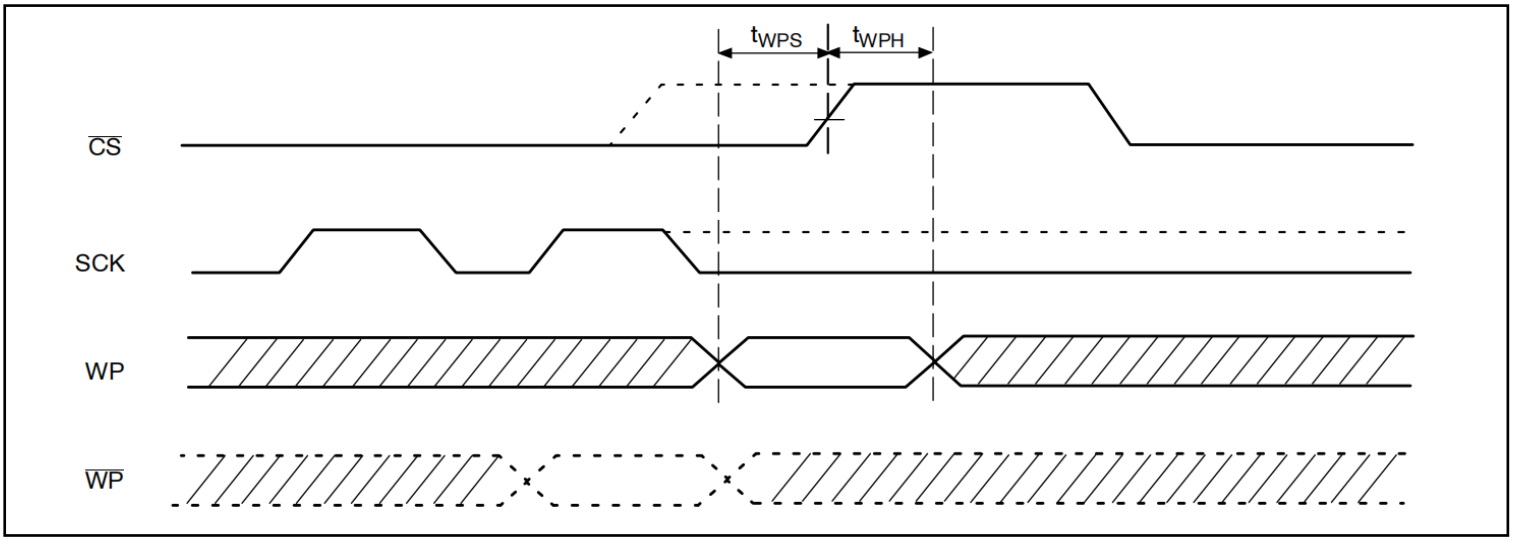

Figure 8. WP Timing
Write Protection：The Write Protect (WP) pin can be used to protect the Block Protect bits BP0 and BP1 against being inadvertently altered. When WP is low and the WPEN bit is set to “ 1 ”, write operations to the Status Register are inhibited. WP going low while CS is still low will interrupt a write to the status register. If the internal write cycle has already been initiated, WP going low will have no effect on any write operation to the Status Register. The WP pin function is blocked when the WPEN bit is set to “ 0 ”. The WP input timing is shown in Figure 8.